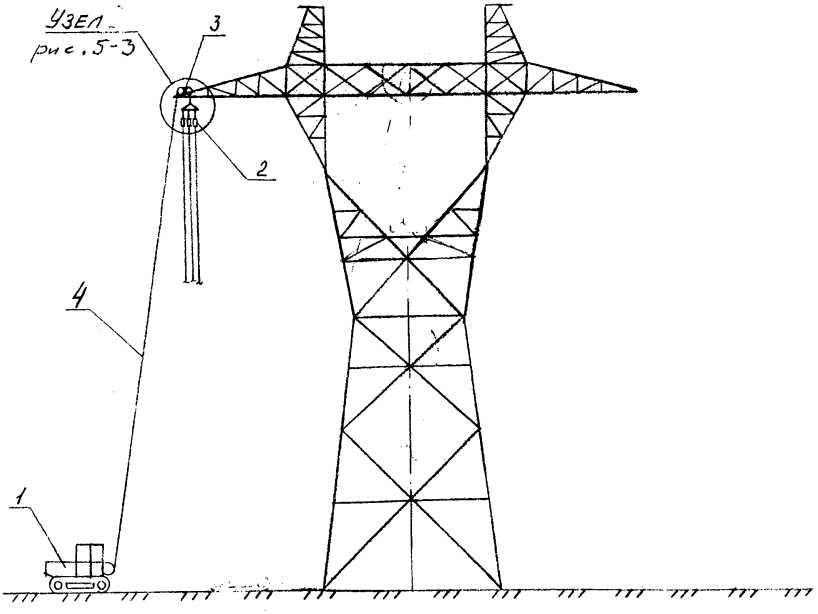

Рис. 11-1. Подъем проводов крайней фазы
2.3.3. Поднять провода крайней фазы в раскаточных роликах на опору и закрепить их на траверсе (рис. 11-1).